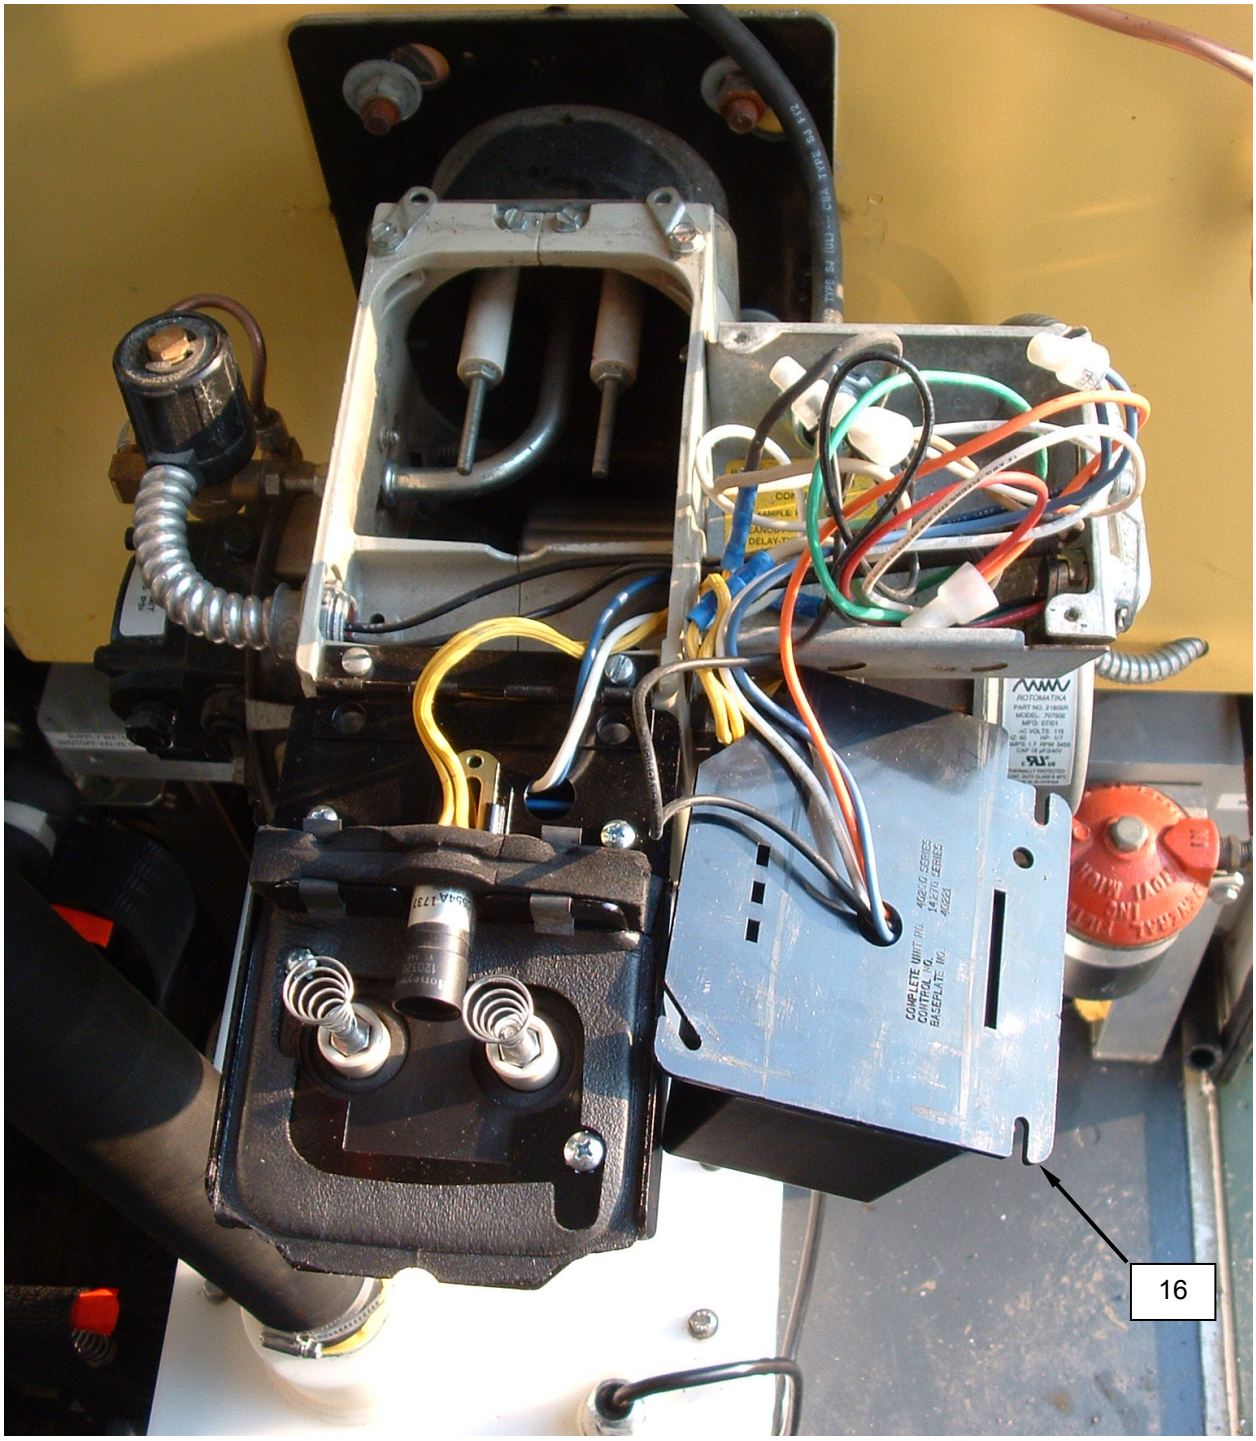

Figure 9. Replace the Burner Controller.
2. Remove screws retaining controller **(Figure 9, Item 16)** to burner.
3. Remove controller **(Figure 9, Item 16)** with guard as an assembly from burner.
4. Remove guard from controller **(Figure 9, Item 16)**.
5. Tag and disconnect wiring from controller **(Figure 9, Item 16)**.
6. Connect wiring to replacement controller **(Figure 9, Item 16)** as tagged.
7. Install guard onto controller **(Figure 9, Item 16)** and ensure alignment of screw holes is correct.